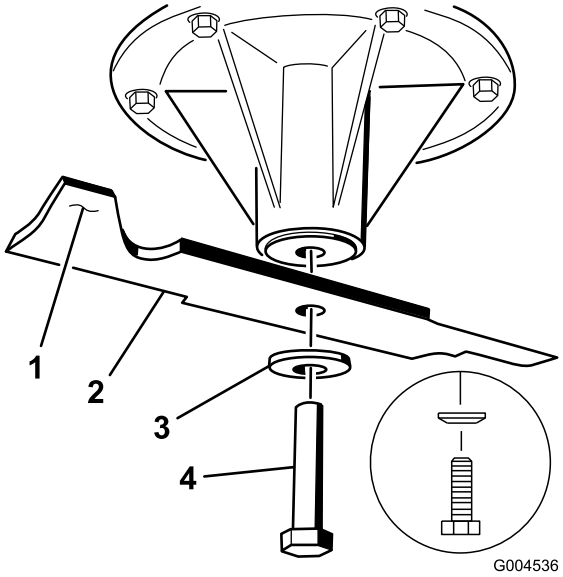

Figur 97
Merk: Hvis kniven holder seg i horisontal stilling, har riktig balanse og kan brukes. Hvis kniven ikke er i balanse, files litt av metallet på enden av vingeområdet bort (Figur 97). Fortsett med dette helt til kniven er balansert.
1. Monter kniven på spindelakselen (Figur 97).
Merk: Monter fjærskiveknuseren mot bolthodet (Figur 97). Trekk til knivbolten til 115 til 150 N·m.